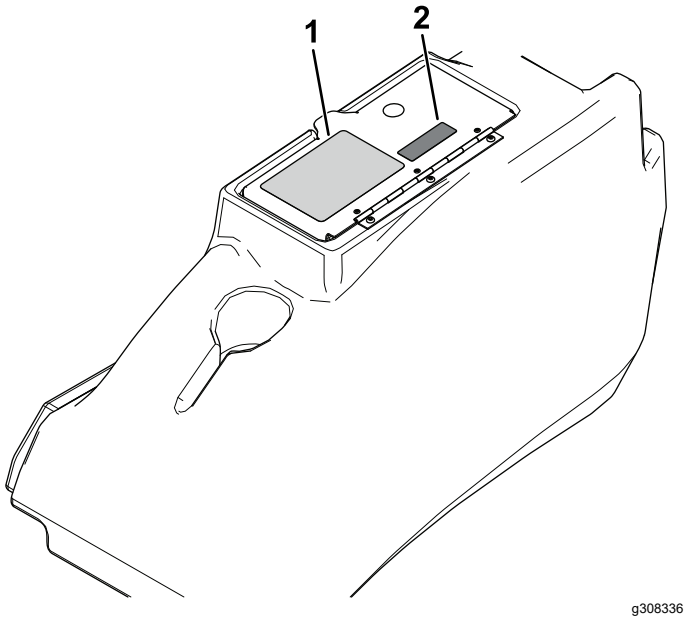

Figure 2
6. Install the slope-sensor decal adjacent to the machine-stability decal on the storage-pod lid (Figure 2).